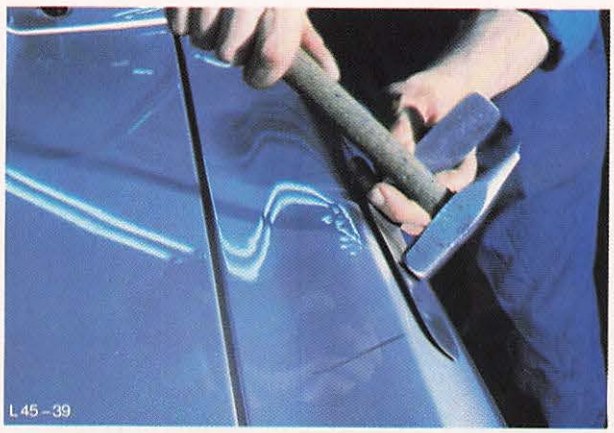

Abb. 8 Schadstelle ausbeulen
1. Schadstelle mit den geeigneten Werkzeugen (z. B. Klatsche, Hammer, Ausbeuleisen etc. ausbeulen, Abb. 8.